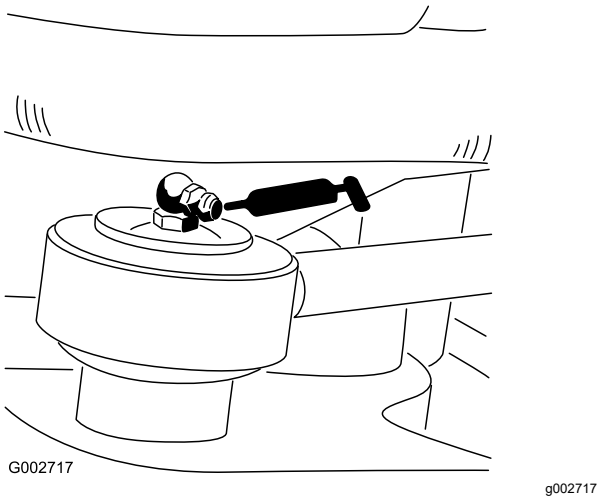

**Figur 23**
- Ett lager för styrcylinderns stavände – endast modell 08705 (Figur 23).